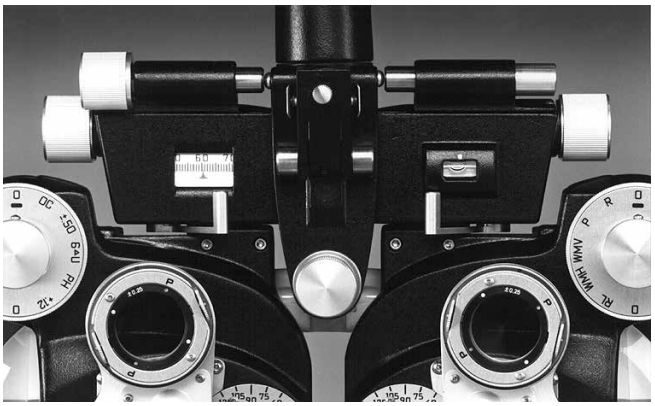

Abbildung TM-2 Vergenzhebel innen (Nahtests)
1. Alle Nahtests (dynamische Skiaskopie, Akkommodationsbreite, dynamischer Kreuzzylinder, positive und negative relative Breite, Phorometrie) werden normalerweise mit den Vergenzhebeln in der inneren (konvergierten) Position durchgeführt. Siehe Abbildung TM-2.